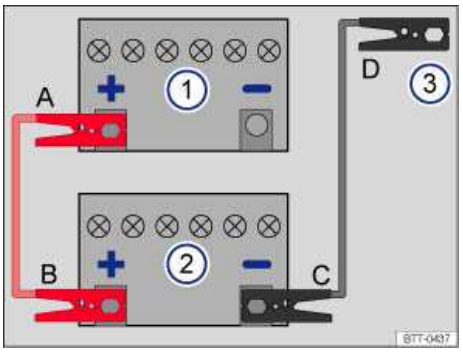

Fig. 192 Diagram for attaching the jumper cables: Dead battery 1 and booster battery 2.
The procedure for attaching and for removing the jumper cables is described below. Perform each of the following steps only in the order described, which follow the letters shown in the illustration ⇒ fig. 192 **A – B – C – D**.
3. Attach one end of the *red* jumper cable to the **positive terminal** (+) of the dead battery: (1) ⇒ ⚠.
4. Attach the other end of the *red* jumper cable to the **positive terminal** (+) of the good battery (booster battery): (2).
5. Attach one end of the *black* jumper cable to the **negative terminal** (-) of the booster battery: (2) ⇒ fig. 192.
6. Attach the other end of the *black* jumper cable (3) to **a bare metal part of the vehicle with the dead battery**. This part should be connected directly to the engine block. You may also attach the cable to the engine block itself or to the towing eye installed on the front of the vehicle ⇒ *Towing*. Attach the clamp to a point that is as far away as possible from the dead battery (1) ⇒ ⚠.